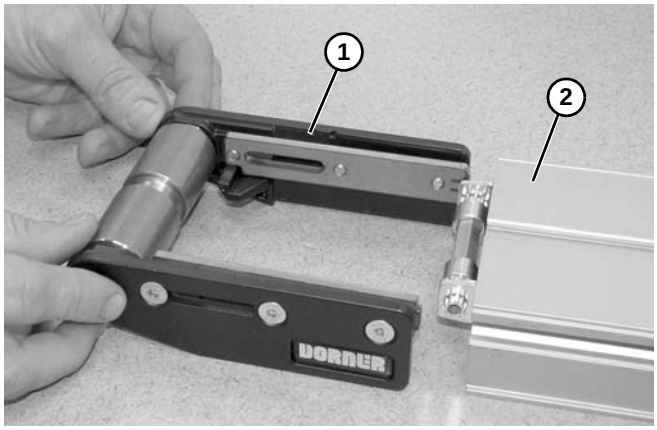

Abbildung 97
2. Bandradseite **(Abbildung 97, Teil 1)** entfernen und dazu vom Förderband **(Abbildung 97, Teil 2)** schieben.